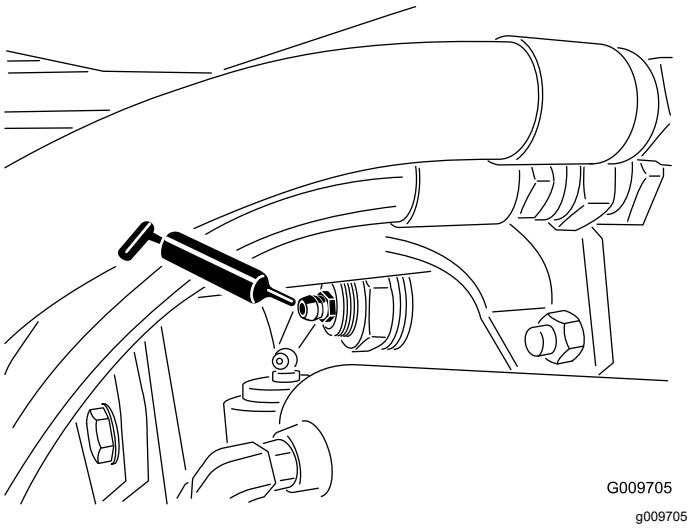

Figuur 48
- Lagerbussen van draaipunt van achteras (2) (Figuur 48)